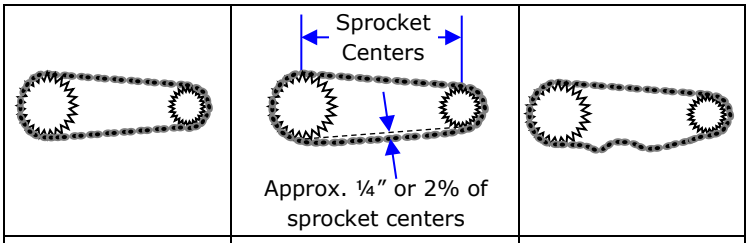

Figure 9 – Drive Chain Sag
- Remove drive chain guard and inspect drive chain and sprockets. Chain should have sag on the slack side per *Figure 9*. Measure the sag halfway between the two sprockets.
- Chain should have ¼" or 2% sag when measured on the lower run of chain halfway between the two sprockets. See *Figure 9* in Section 2-6, Pre-Start Checks.